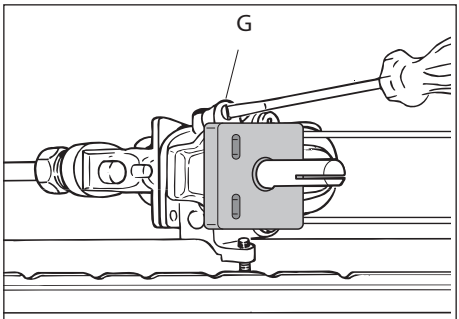

Fig. 10.13
- Remove the knob and by a thin screwdriver (3 mm section - 100 mm long) unscrew of about a half turn the screw by-pass "**G**", passing through the front panel hole (fig. 10.13)